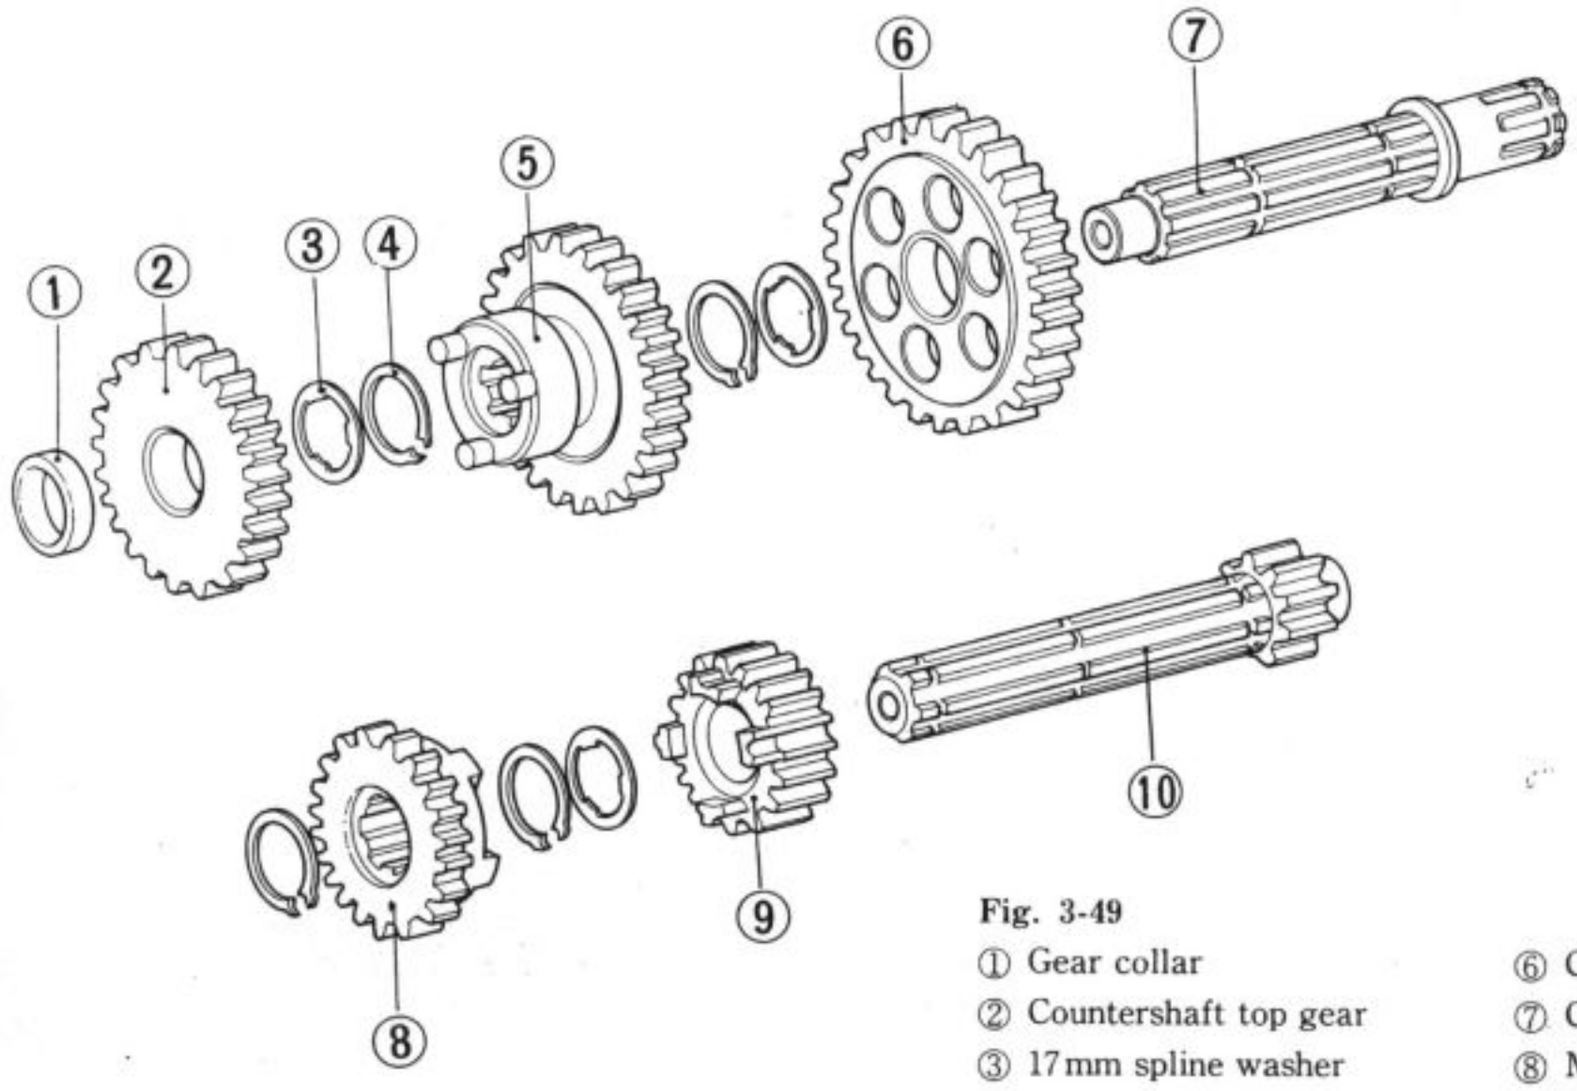

Fig. 3-49
2. Install the gears as shown in Fig. 3-49.